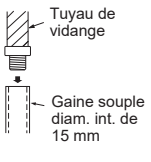

Fig. 3
- Si le tuyau de vidange fourni avec l'unité interne est trop court, connectez-le au tuyau de vidange (I) se trouvant dans le local d'installation. (Fig. 3)